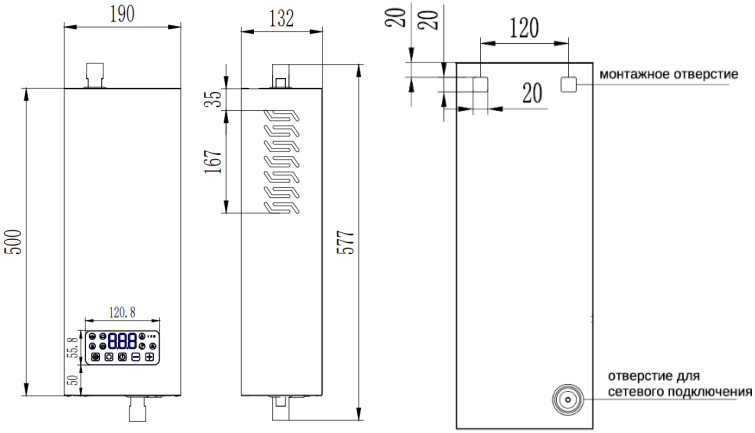

Рис. 9. Монтажные размеры
7.4.2. Установка прибора на стену (Рис. 9)
Протяните электрический кабель через отверстие на задней панели прибора (Рис.9)